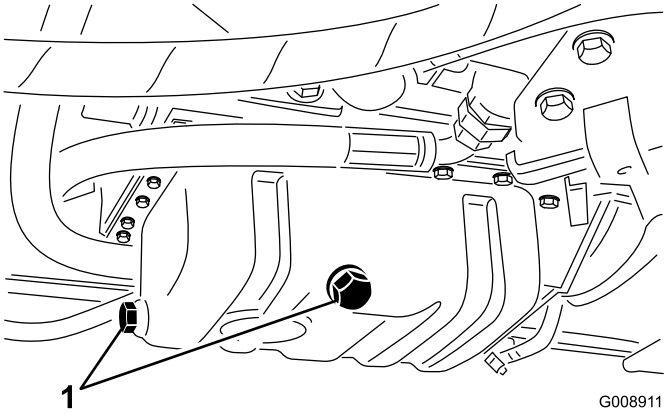

Rysunek 64
1. Wykręć jeden z dwóch korków spustu oleju (Rysunek 64) i odczekaj, aż olej spłynie do podstawionej wanienki, a następnie wkręć korek.